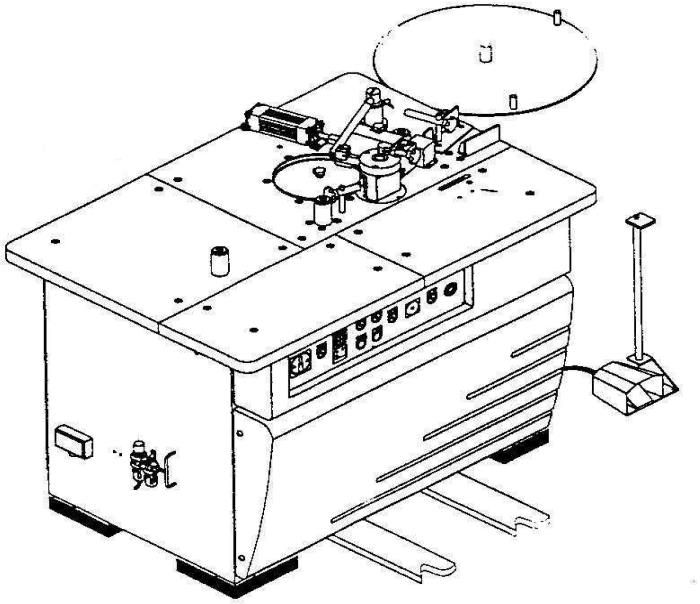

Fig. 1
a. Четыре деревянные подставки расположены на основании станка. Используйте виловый погрузчик или ручную управляемую машину для подъема станка (Рис.1)